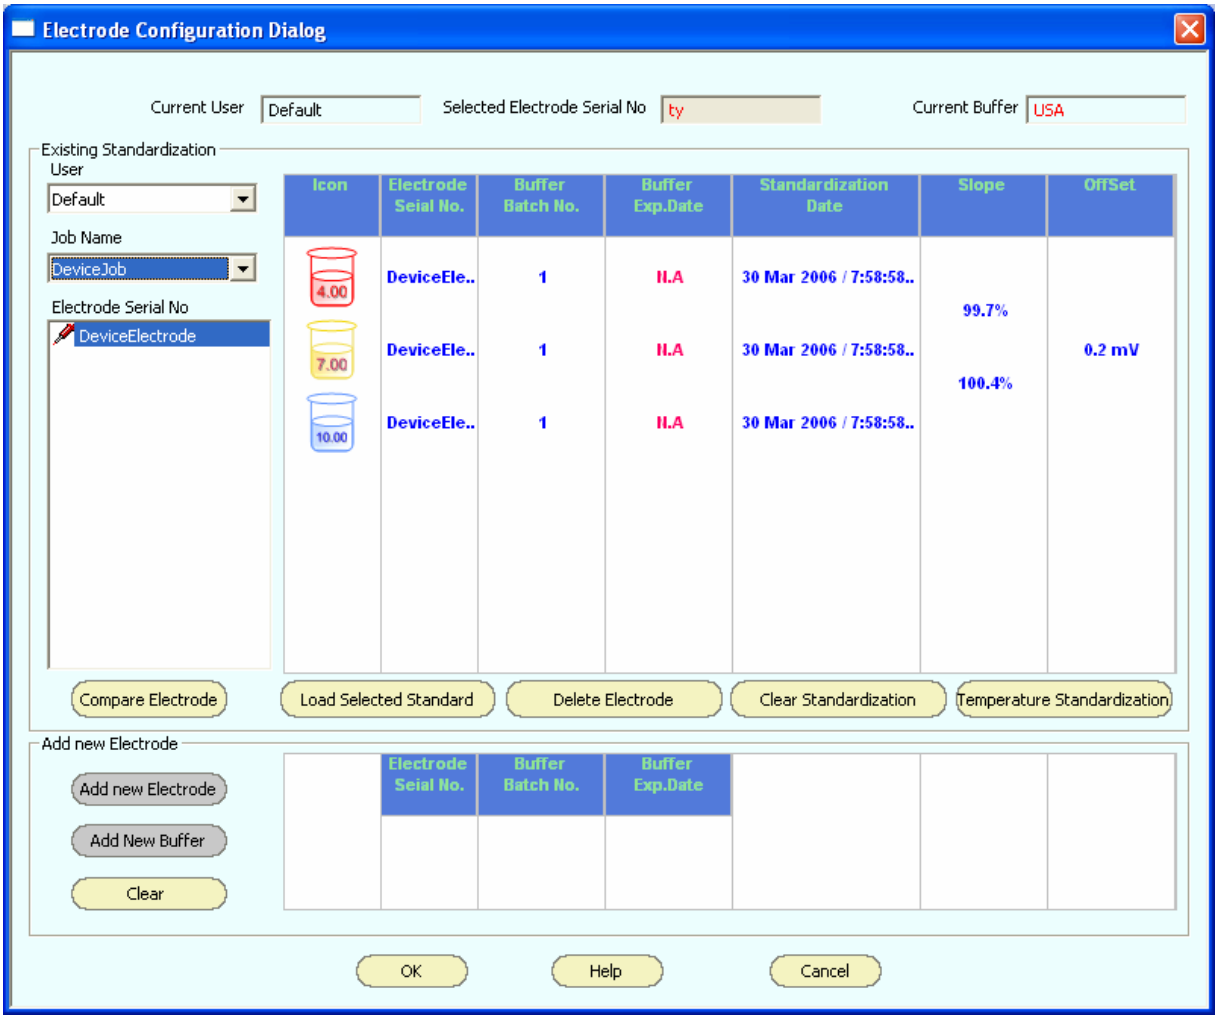

Figure 22 : Selecting standardization available in the meter
5. **Electrode Configuration Dialog** appears. (Figure 22)